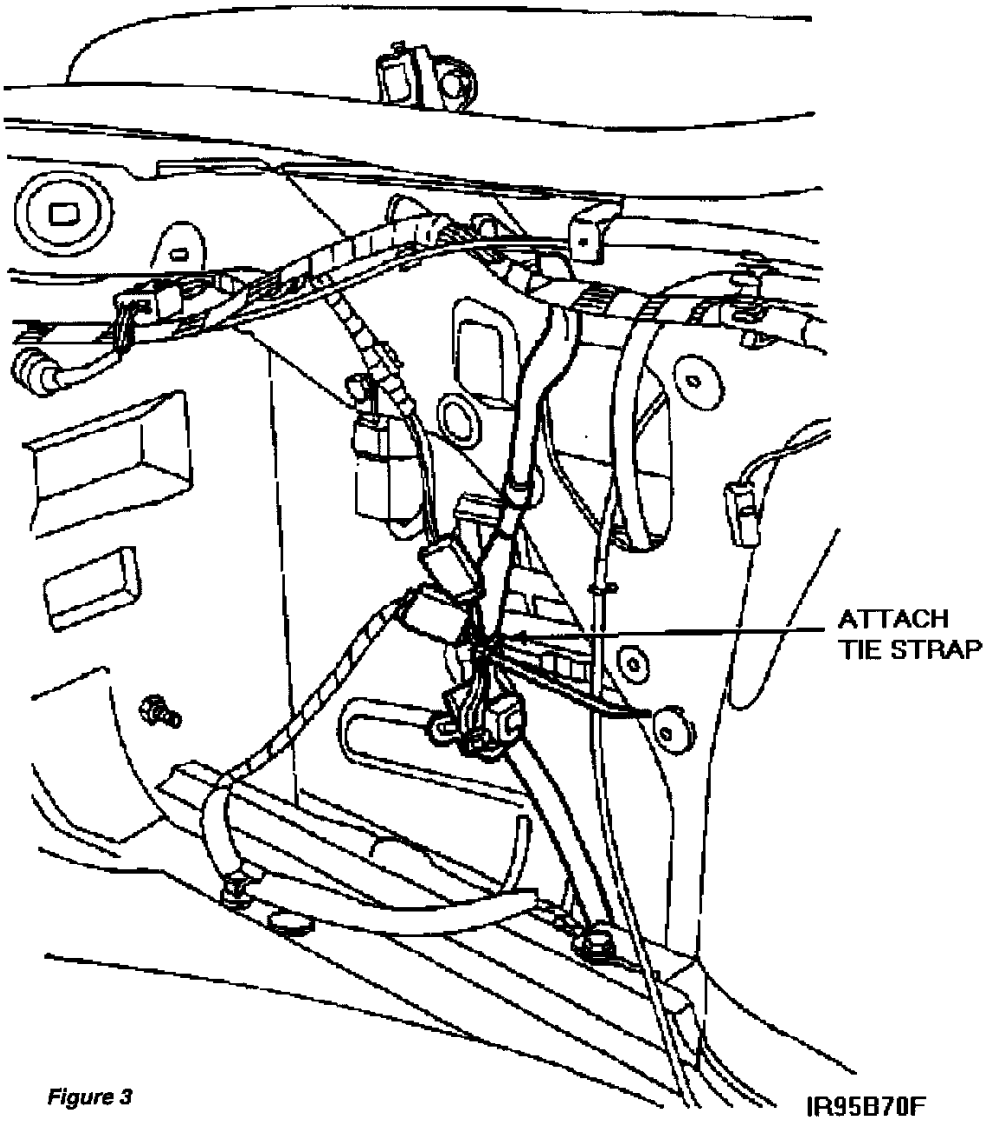

Figure 3
14. Secure jumper harness using supplied plastic tie strap. See Figure 3.
16. Install two (2) screws, six (6) pushpins and seat belt trim.